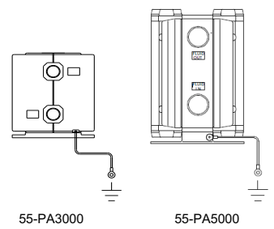

Fig.1 Metodo di collegamento del cavo di terra*
- **Collegamento a terra (Fig. 1)**